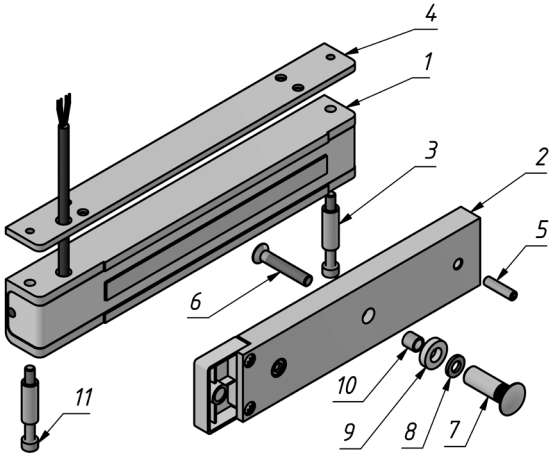

Рисунок 1 – Комплект поставки замка
3.1 Комплект поставки (рисунок 1):
- корпус (1) - 1 шт.
- якорь (2) - 1 шт.
- втулка (3) - 2 шт.
- планка резьбовая (4) - 1 шт.
- комплект крепления якоря: штифт (5), винт М6х35 (6), втулка (7), шайба (8), кольцо уплотнительное (9), втулка проходная (10)
- винт М5х45 (11) - 2 шт.
4.5 Винт крепления якоря (поз.6 рис.1) необходимо затянуть с усилием, достаточным для исключения его отворачивания в процессе эксплуатации. Рекомендуется ставить винт на стопорящий герметик типа «Анатерм» или на нитрокраску НЦ.